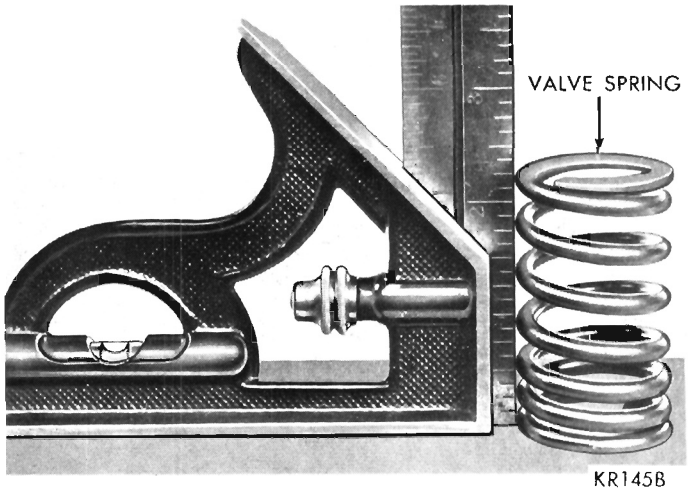

Fig. 19—Inspecting Valve Spring Squareness
(1) Whenever valves have been removed for inspection, reconditioning or replacement, valve springs should be tested. As an example, the compressed length of the spring to be tested is 1-5/16 inches. Turn table of Tool C-647 until the surface is in line with the 1-5/16 inch mark on the threaded stud and the zero mark to the front. Place spring over the stud on table and lift the compressing lever to set the tone device. Pull on torque wrench until ping is heard. Take reading on torque wrench at this instant. Multiply this reading by two. This will give the spring load at the test length. Fractional measurements are indicated on the table for finer adjustments. Refer to specifications to obtain specified height and allowable tensions. Discard the springs that do not meet specifications.
(2) Inspect each valve spring for squareness with a steel square and surface plate, test springs from both ends, (Fig. 19).